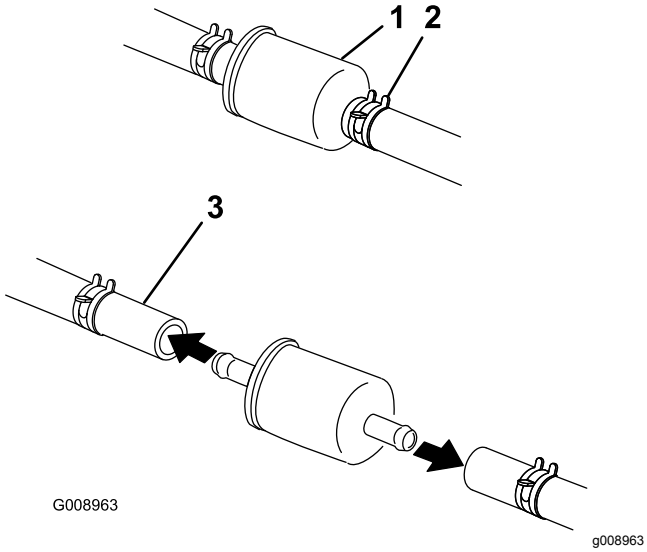

Figuur 60
5. Druk de uiteinden van de slangklemmen naar elkaar toe en schuif ze weg van het filter (Figuur 60).
7. Monteer een nieuw filter en schuif de slangklemmen terug tot dicht bij het filter (Figuur 60).